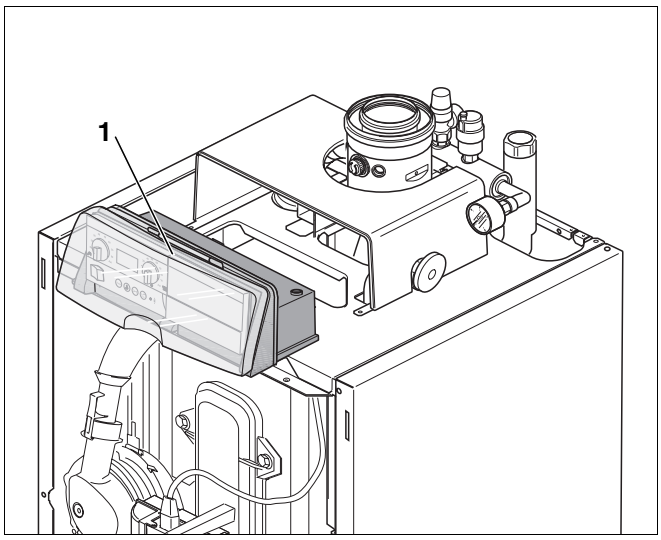

Abb. 32 Logano G135
Der Logano G135(T) ist werkseitig mit komplett montiertem und verkabeltem Regelgerät Logamatic MC10 (Abb. 32, **Pos. 1**) ausgestattet. Im Regelgerät Logamatic MC10 ist werkseitig der Basiscontroller Logamatic BC10 integriert. Der Netzanschluss des Regelgerätes Logamatic MC10 muss bauseits nach Anschlussplan (liegt den technischen Unterlagen bei) erstellt werden.